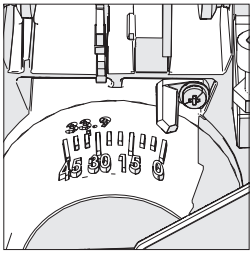

Рис. 8
- Убедитесь, что режущая головка находится в вертикальном положении, а указатель угла наклона на шкале указывает на 0° **(Рис. 8)**.